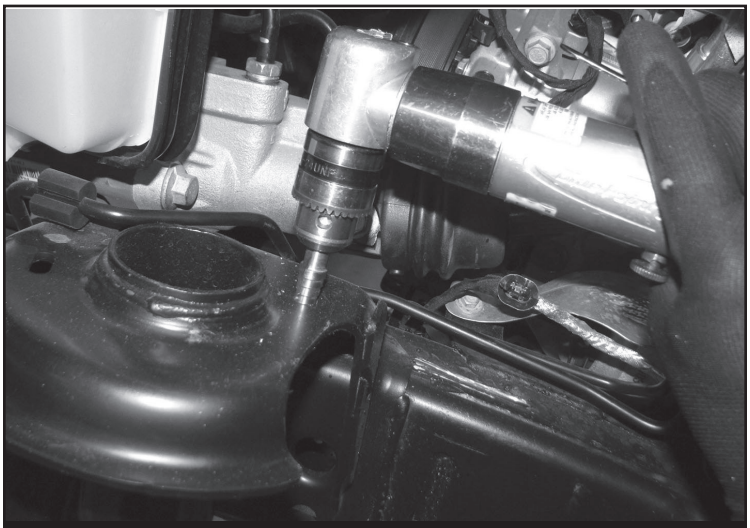

FIGURE 11 - STEP 10
10. Using a drill and 3/8” bit. Drill out the existing hole on the coil bucket. **SEE FIGURE 11**